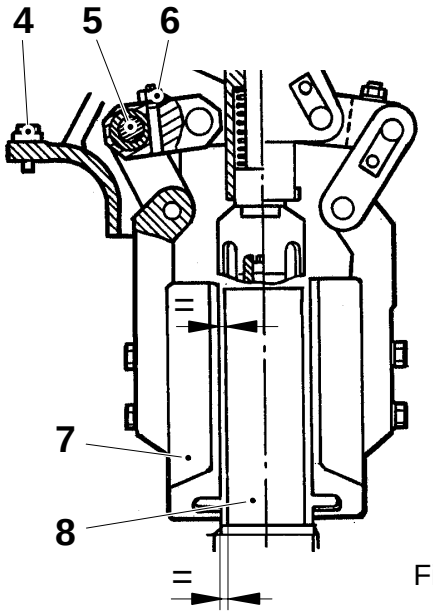
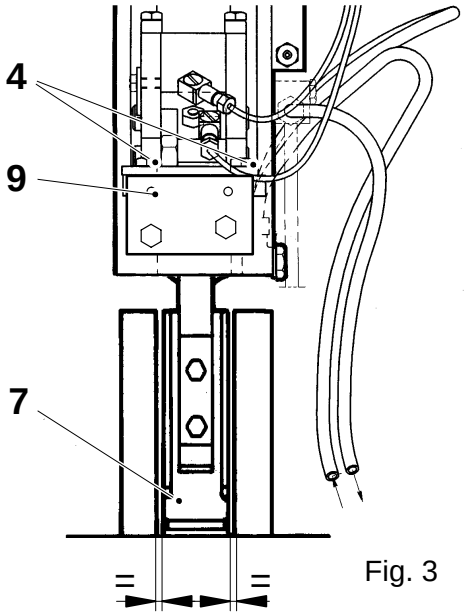

Fig. 2
Fig. 3
a) Loosen the nuts (6) and tap on the locking pin to set the eccentric axle pin (5) free. Set the side lugs (7) in their outer position.
e) Set the side lugs parallel to the station (8), see fig. 2. Tighten the nut (6).
f) Loosen the screws (4). Shift the pressure unit lengthwise.
The side lugs (7) are to be positioned symmetrically ±0.2 mm between the stations (8), see fig. 3.